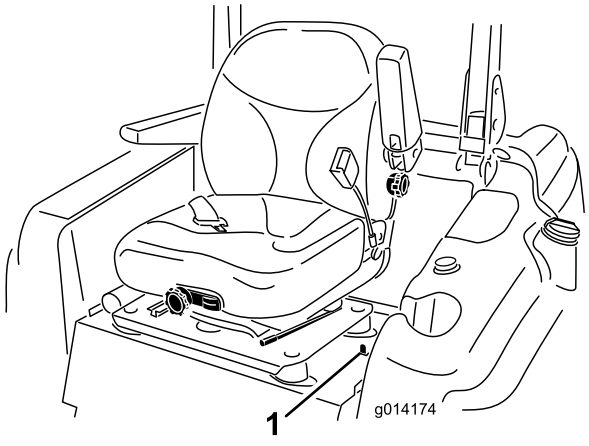

Figur 32
1. För sätesspärren (som sitter på vänster sida om sätet) bakåt för att lossa sätet och dra det framåt (Figur 32).